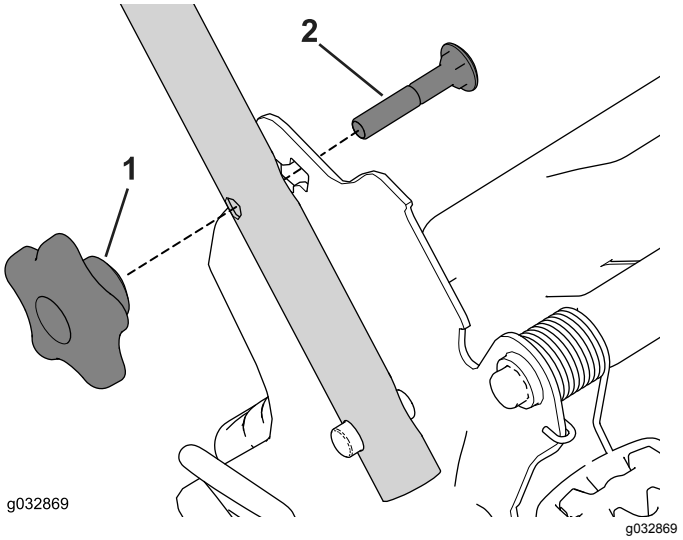

Figur 28
2. Fjern og gem de 2 håndtagsgreb og 2 bræddebolte fra håndtagsbeslagene (Figur 28).